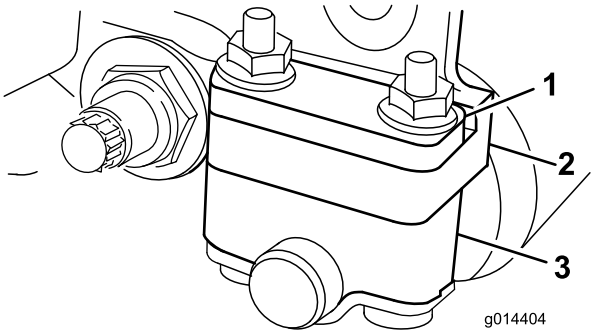
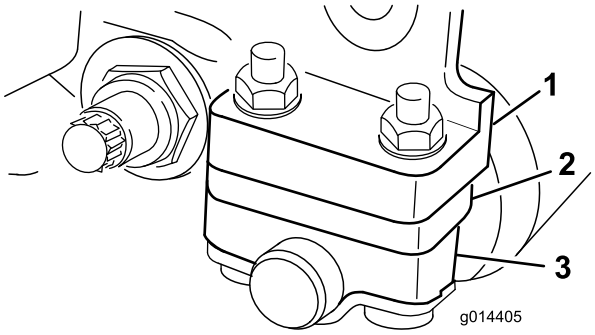

Figura 11
Figura 12
1. Ajuste los soportes del rodillo trasero (Figura 11 o Figura 12) a la posición superior o inferior, dependiendo del intervalo de alturas de corte deseado.
Coloque el espaciador encima de la brida de montaje de la chapa lateral (ajuste de fábrica) para obtener un intervalo de alturas de corte de 1,6 a 6,4 mm (Figura 11).
Coloque el espaciador debajo de la brida de montaje de la chapa lateral para alturas de corte de 3 a 25 mm (Figura 12).